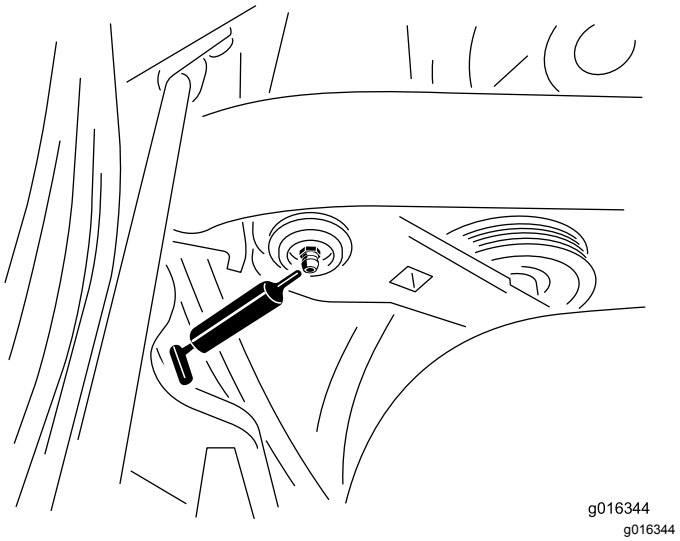

Figur 27
1. Torka av smörjnippeln så att du inte tvingar in främmande ämnen i lagren eller bussningarna (Figur 27).